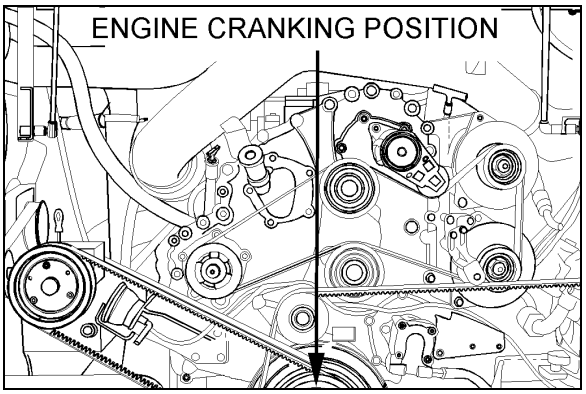

FIGURE 6: ENGINE CRANKING POSITION 01061
14. Remove the access plug from the flywheel housing on the R.H. side below starter. From access plug, remove the 12 converter-to-flexible plate attaching screws. Cranking the engine to gain access to the attaching screws may be done by turning the crankshaft pulley using a suitable adapter (fig. 6).